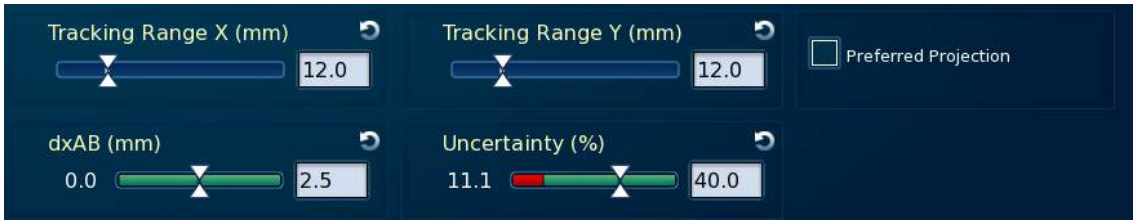

Figura 8 Controles para ajustar os limites e parâmetros do algoritmo na fase Alignment > Synchrony (Alinhamento > Sincronização) (tela à esquerda)
Esse valore calculado também é exibidos à esquerda da barra deslizante (tela à esquerda), onde você pode ajustar o limite (consulte Figura 8). Se o valor de um parâmetro exceder o limite, ocorre uma violação de limite e uma caixa laranja é exibida ao redor da barra deslizante. Quando uma violação de limite ocorrer na primeira vez que você estiver na fase **Alignment > Synchrony** (Alinhamento > Sincronização) durante uma fração de tratamento, você não pode ir para a próxima fase até que a violação de limite seja solucionada.
- Clique e arraste o cursor ajustável na barra deslizante para ajustar o valor (consulte Figura 8 na página 14-32). Como alternativa, insira um novo valor na caixa de texto à direita da barra deslizante e pressione <Enter>.